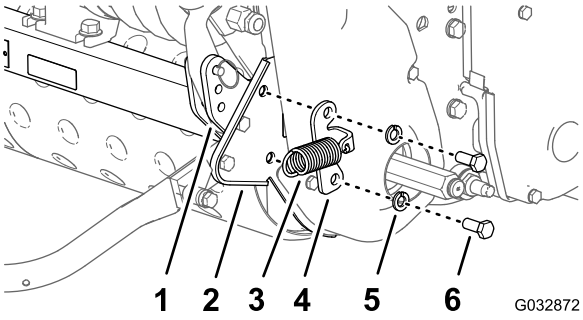

Figura 4
6. Rimuovete i 2 bulloni (3/8 x 7/8 poll.) e le 2 rondelle di bloccaggio (3/8 poll.) che fissano la staffa di ancoraggio della molla e la piastra laterale destra al cuscinetto esterno del telaio posteriore della macchina (Figura 4).